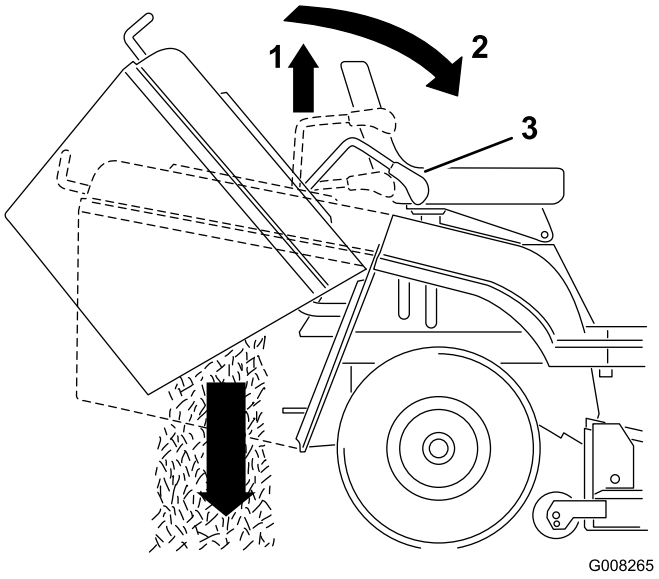

Figur 18
2. Trekk ut teleskopspaken for tømming og dytt den frem og ned for å vippe gressoppsamleren (Figur 18).